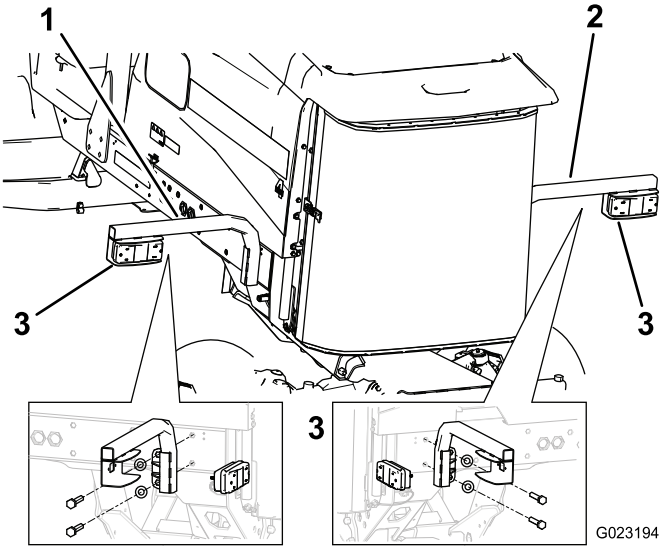

Figur 26
2. Fastgør venstre lygtebeslag til beslaget og stellet med 2 bolte (5/8 x 3 tomme), 2 flade spændeskiver og 2 kontramøtrikker som vist i (Figur 26).
3. Monter baglygten på lygtebeslaget med boltene og møtrikkerne, der blev leveret sammen med lygten (Figur 26).
5. Fastgør højre lygtebeslag til stellet med 2 bolte (5/8 x 3 tommer) og 2 flade spændeskiver (Figur 26).